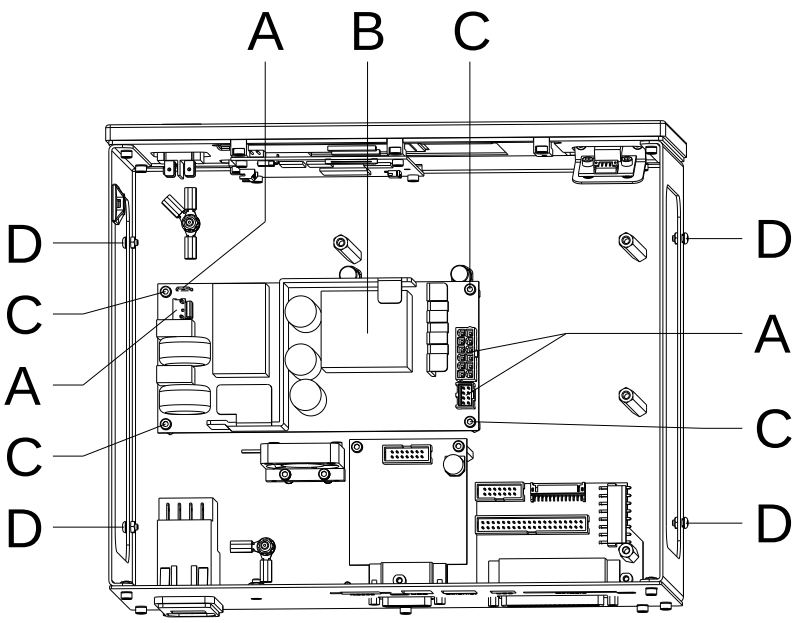

Abbildung 18
2. Abdeckung der Ansteuerelektronik nach Entfernen der vier Schrauben abnehmen (D, Abbildung 18).
4. FFC-Kabel (C) vorsichtig aus dem Steckverbinder der CPU HMI (B) lösen.
5. Anschlussleitung (D) des Touch Panels vorsichtig aus dem Steckverbinder der CPU HMI (B) lösen.
6. Nach Abziehen des Verbindungskabels zur CPU und Entfernen der vier Schrauben (A) kann die CPU HMI (B) entnommen werden.
7. Fünf Schrauben (E) entfernen.
8. Displayleiste (J) und Displayhalter (F) abheben.
9. Grafikmodul (I) und Dichtung (G) aus der Vertiefung entnehmen.